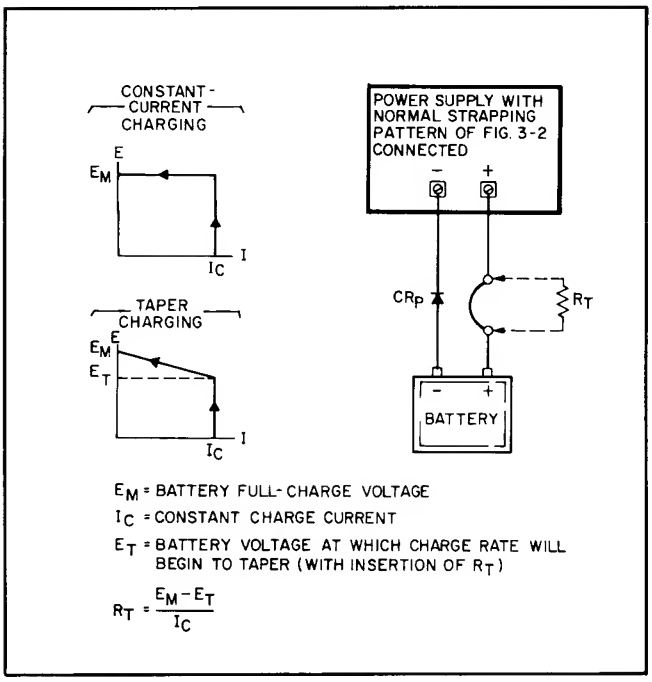

Figure 3-14. Battery Charging
Any time these supplies are used to charge a battery, be sure to install a protective diode CR_P in series with the battery as shown in in Figure 3-14 to prevent the battery from discharging into the supply if the supply is turned off. Extensive damage to the supply could result if this diode were omitted.
b. Connect a short circuit across the output terminals and rotate the VOLTAGE control fully clockwise (CW).
e. Adjust the VOLTAGE control for an output voltage 0.7 volts greater than the desired full charge voltage. (The added 0.7 volts compensates for the drop actoss CR_P.) The supply may then be connected to the battery terminals, positive to positive and negative to negative as shown in Figure 3-14 (omit R_T).
3-82 **Taper Charge.** When charging lead-acid cells, many manufacturers recommend that the charging current be reduced as the charge nears completion. This can be accomplished by inserting a small resistance (R_T) in series with one of the load leads from the supply to the battery. (See Figure 3-14.) This resistor alters the normally rectangular charging plot in such a manner as to provide a taper charge for the last portion of the charge. The proper value for this resistor is the difference between the full charge voltage and the voltage at which the tapering is to start, divided by the initial charging current. Set the initial charging rate and full charge voltage as instructed in paragraph 3-81.